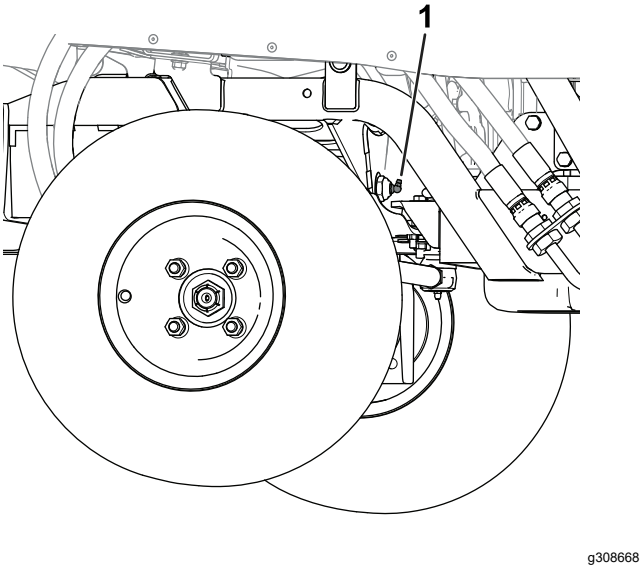

**Figura 46**
- Perno di articolazione dell'assale (Figura 46)